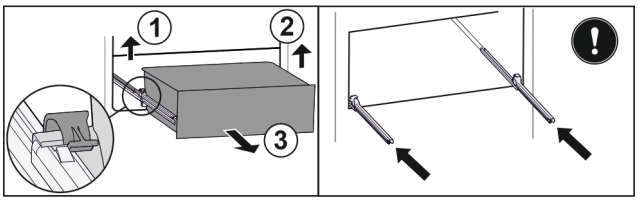

Fig. 228
▶ Lift left clamp and simultaneously pull drawer forwards on the left. *Fig. 228 (1)*
▶ Lift right clamp and simultaneously pull drawer forwards on the right. *Fig. 228 (2)*
▶ Remove drawer to the front. *Fig. 228 (3)*